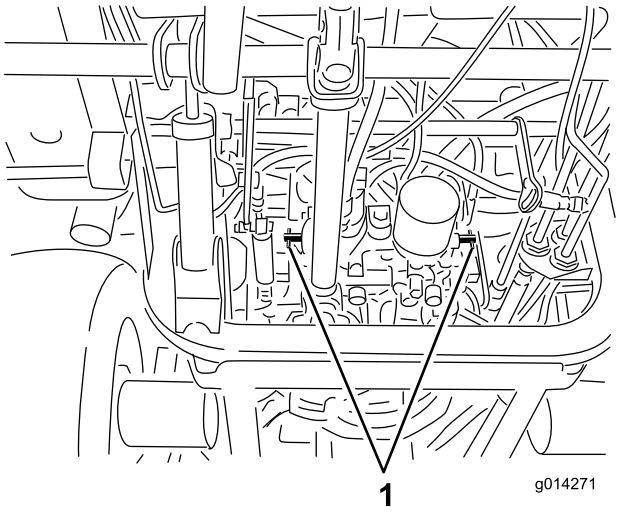

Figur 34
4. Drej hver omløbsventil én omgang mod uret (Figur 34).
Drej begge omløbsventilerne én omgang med uret, og spænd dem med håndkraft (med et moment på ca. 8 Nm) (Figur 34).